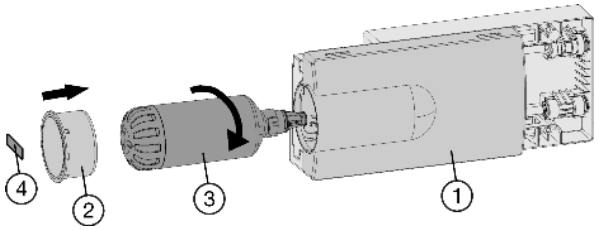

Fig. 36
▶ Insert the water filter *Fig. 36 (3)* and turn it approximately 100° clockwise until it locks into position.
▶ Slide the tray *Fig. 36 (1)* in.
▶ Place the cover *Fig. 36 (2)* on the filter.
▶ Write the date of the next filter replacement on the supplied adhesive label *Fig. 36 (4)* and affix it to the module.